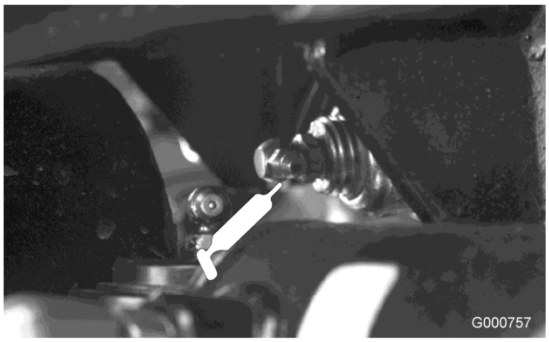

Figur 35
- Bagakslens drejetap (Figur 35)